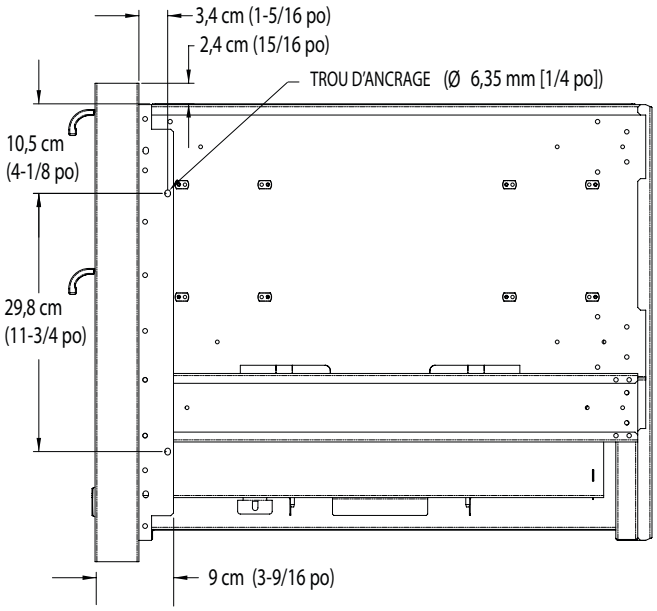

Fig. 9
2. Repérer les trous de montage sur le cadre (Fig. 9 et illustrations). Fixez l'appareil à l'aide de vis appropriées pour le type de matériau des armoires.